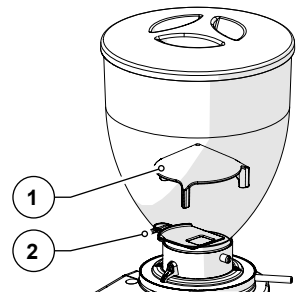

Рис. 4
- **Защита пальцев на бункере для подачи кофе (Рис. 4):** Защита пальцев (Поз. 1) внутри загрузочного бункера (Поз. 2) пропускает кофейные зерна в измельчительную камеру, не допуская случайного попадания пальцев оператора.